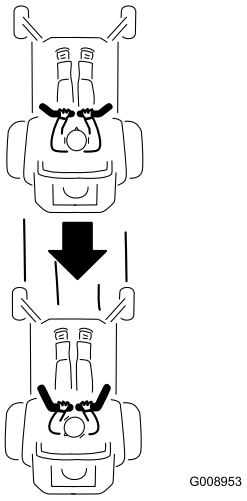

Figuur 15
2. Om achteruit te rijden, kijkt u achteruit en naar beneden terwijl u de rijhendels langzaam achteruit trekt (Figuur 15).
Om in een rechte lijn te rijden, moet u gelijke druk uitoefenen op beide rijhendels (Figuur 15).